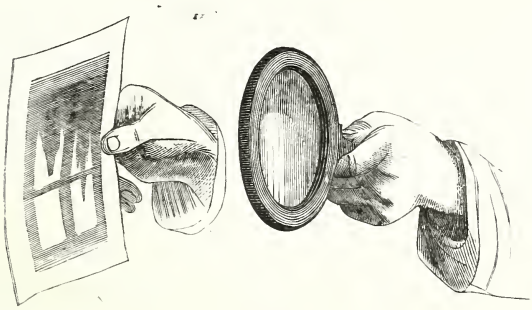

Fig. 1.
15. — La loupe, le verre à foyer est connu de vous tous, qui vous en êtes servis enfants, pour réunir les rayons de chaleur du soleil et enflammer de l'amadou. Aujourd'hui, je veux vous faire remarquer qu'au même foyer que les rayons calorifiques, se réunissent également les rayons lumineux, et voici comment on s'en aperçoit. Au lieu de tourner la loupe vers le soleil, on se place dans le fond d'un appartement, on la tourne vers la fenêtre (fig. 1), et tenant, de l'autre main, derrière elle, une feuille de papier blanc tout contre le verre, on éloigne cette feuille d'un mouvement lent et régulier. Il arrive qu'à une
la feuille de papier a présenté l'image la plus nette possible (fig. 1).